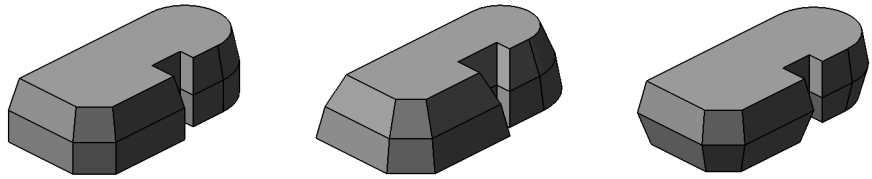

Рис. 96.4. Выдавливание в двух направлениях с различными параметрами уклона
- При выдавливании в двух направлениях указанные параметры требуется ввести дважды — и для прямого, и для обратного направления (рис. 96.4).